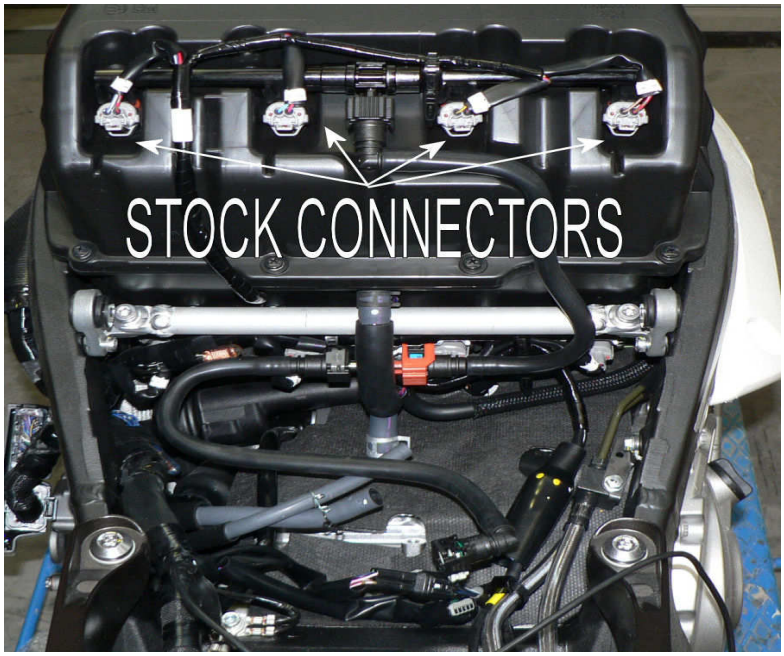

**Fig.3**
5. Ausfindig machen und abtrennen die vier grauen, zweipoligen Verbinder die sich über dem Luftfilterkasten befinden (**Fig.3**).